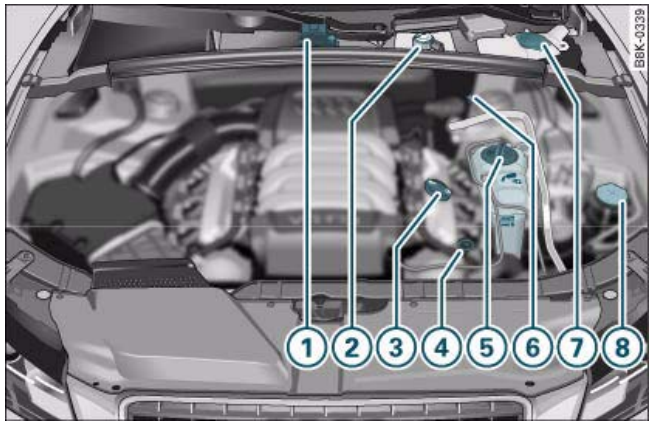

Fig. 252 Typical locations of fluid containers, engine oil dipstick and engine oil filler cap
The positions of the engine oil filler cap and the engine oil dipstick ⇒ *page 256,* fig. 252 (items 3 and 4) may be different on some engine versions. ■